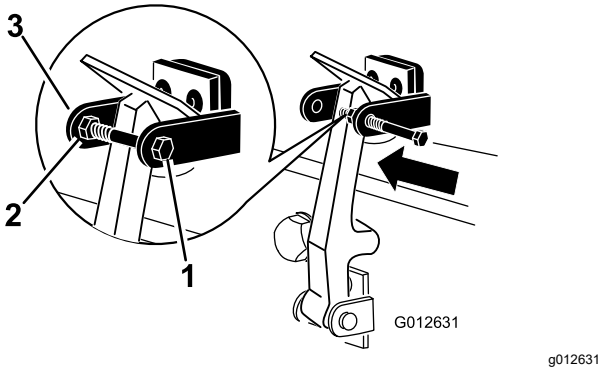

Figur 9
8. Montera skruven i den andra armen på motorhuvslåsfästet för att låsa spärren på plats (Figur 9).